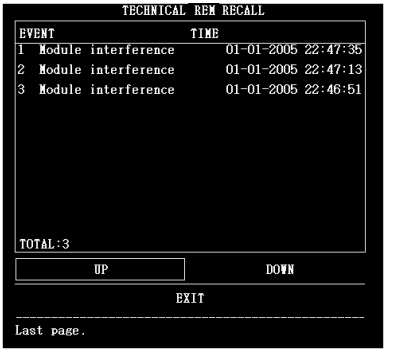

Figure 3.20 Rappel de notification technique
3) Tourner le bouton rotatif pour accéder au **Rappel de notification** technique ; il est possible de revoir les **Notifications** Techniques comme les erreurs de communication de modules. Voir le schéma illustré dans la **Figure 3.20**